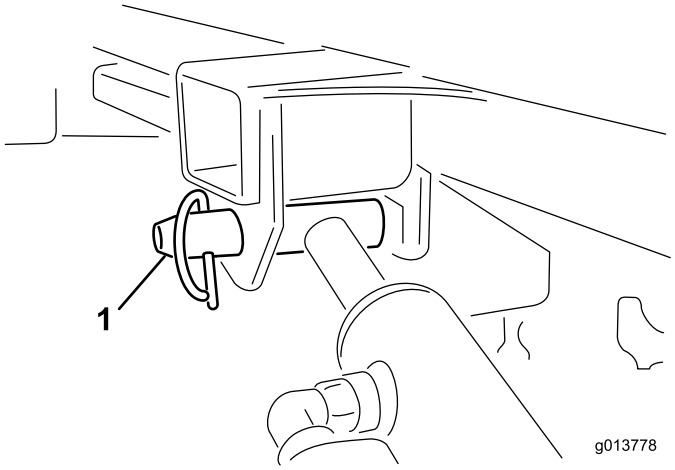

Figur 51
11. Håll lyftcylindern med ena handen. Ta bort lyftcylinderns låspinne med den andra handen (Figur 51).